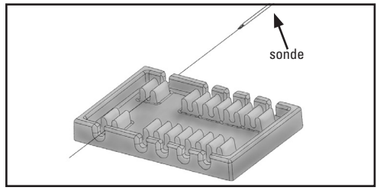
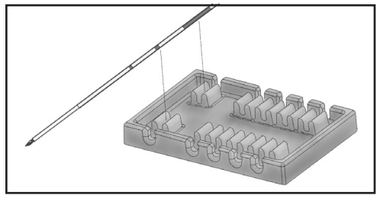

Afbeelding 1
Afbeelding 2
3. Bevestig het afstandsstuk aan de eerste sonde door de sonde in de sondeschacht te schuiven (zoals getoond in afbeelding 1) of door de sonde in de schacht te klikken (zoals getoond in afbeelding 2).
4. Bevestig de tweede sonde aan het afstandsstuk door de sonde in de sondeschacht te schuiven (zoals getoond in afbeelding 1) of door de sonde in de schacht te klikken (zoals getoond in afbeelding 2).